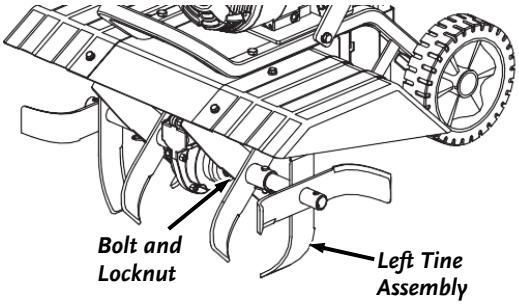

Figure 22
2. Remove the Bolt and Locknut securing the left side Tine Assembly to the Shaft using two 16mm Wrenches (***Figure 22***).